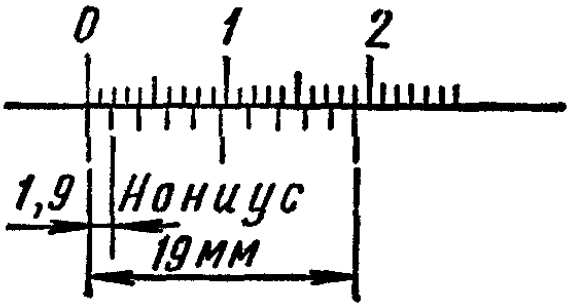

Рис. 2. Нониус
b) освоить устройство нониуса штангенциркуля (рис. 2): длина нониуса 19 мм разделена на 10 равных частей. Одно деление нониуса равно 19:10=1,9 мм, это на 0,1 мм меньше целого числа миллиметров.